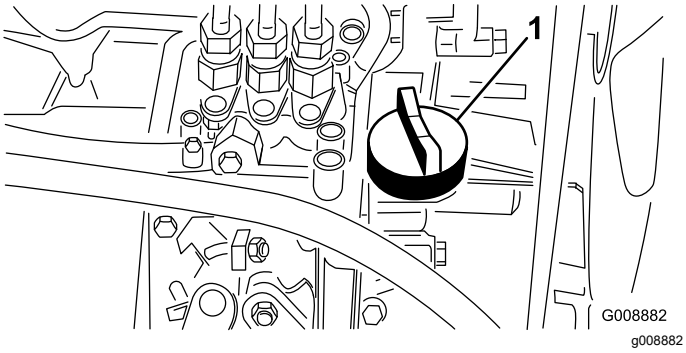

**Figure 28**
4. Si le niveau est bas, retirez le bouchon de remplissage (Figure 28) et versez progressivement de petites quantités d'huile, en vérifiant fréquemment le niveau, jusqu'à ce que l'huile atteigne le repère maximum sur la jauge.